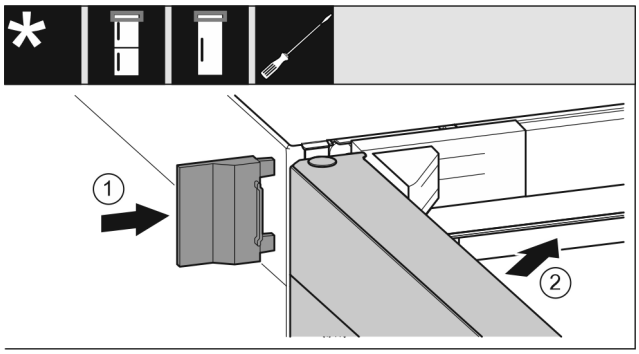

Fig. 22
- ▶ Skyv på det ytre dekselet. *Fig. 22 (1)*
- ▶ Lukk den øvre døren. *Fig. 22 (2)*